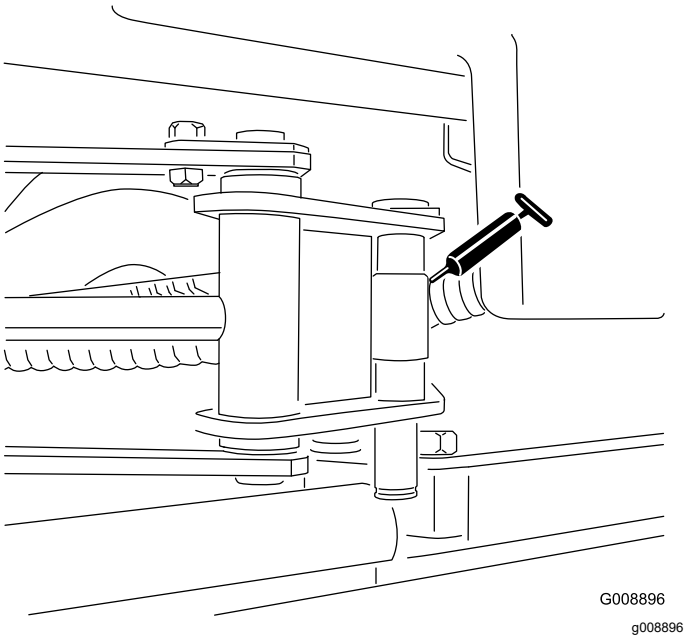

Figuur 58
- Uiteinden van cilinder van Sidewinder (2 nippels; uitsluitend model 03171 – Figuur 58)